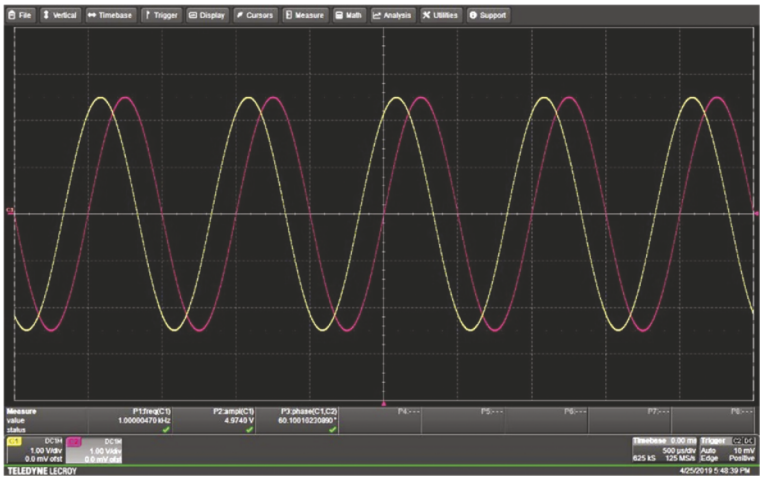

**FIGURE 2.44** (Step 20) Two sine waves out of phase by less than 90° (60° is shown).
21. *Using measurement function for phase.* Select **Measure**, **P3**, and then **Phase**. Make sure that you have several periods of the waveform displayed on the screen. If not, use the **Horizontal** knob to slow the time base, i.e., shrink the waveforms and include more on the screen. See Fig. 2.44. Change the phase across a range to see what it looks like, and mentally relate it to the measured values. How well does the phase measurement on the scope agree with that of the WG? Does this help you get a better understanding of what "phase" means?